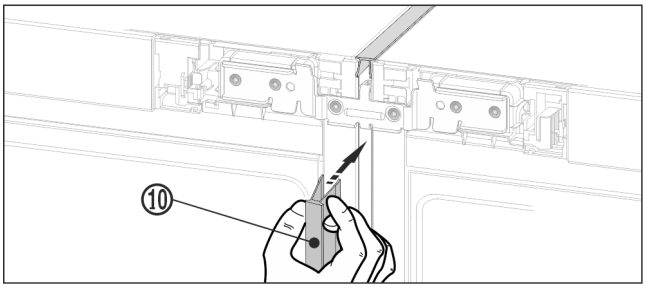

*Fig. 22 **
▶ Auf der Vorderseite die lange Abdeckleiste *Fig. 22 (10)* in den vertikalen Spalt drücken. Darauf achten, dass die Leiste auf dem Verbindungsblech aufsteht.*